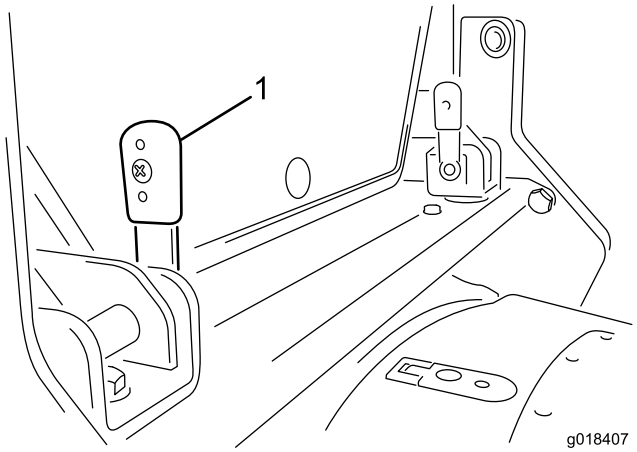

Bild 12
1. Drehen Sie die beiden Sperrhebel an Querstrebe hinten an der Kabine so, dass sie nach vorne zeigen (Bild 12).
3. Drücken Sie die Griffe, die vertikal sind, (Bild 12) durch die Halterungen.